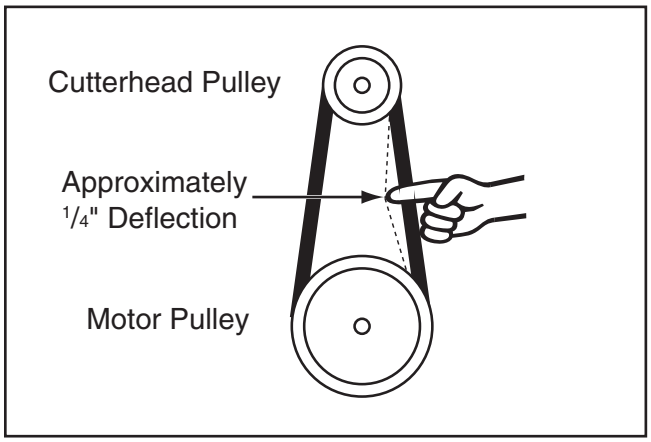

Figure 58. Checking ¼" belt deflection.
3. Press down on motor pulley to keep tension on belt, and tighten (3) button head cap screws loosened during **Step 3** of **Replacing Belt**.
4. Press belt with moderate pressure in center to check belt tension. Belt is correctly tensioned when there is approximately ¼" deflection when pushed (see **Figure 58**).